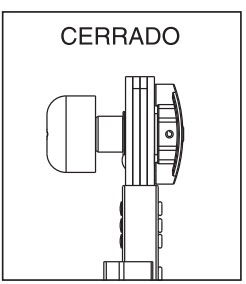

Figura 1
1) Con las articulaciones centrales en la posición cerrada (Véase la Figura 1), presione las perillas-botón con la palma de su mano directamente en el centro de la escalera, éstas quedarán en la posición abierta.